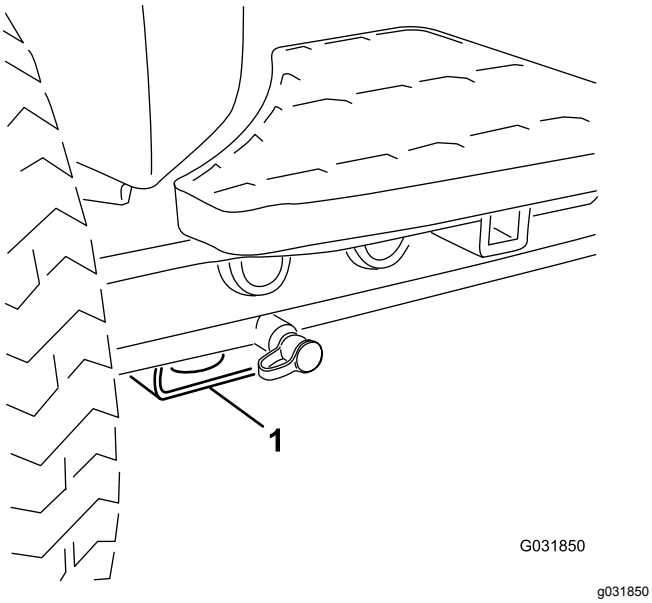

Figur 58
- Foran – rektangulær plate under akselrøret, innenfor hver av de fremre festepunktene (Figur 58).